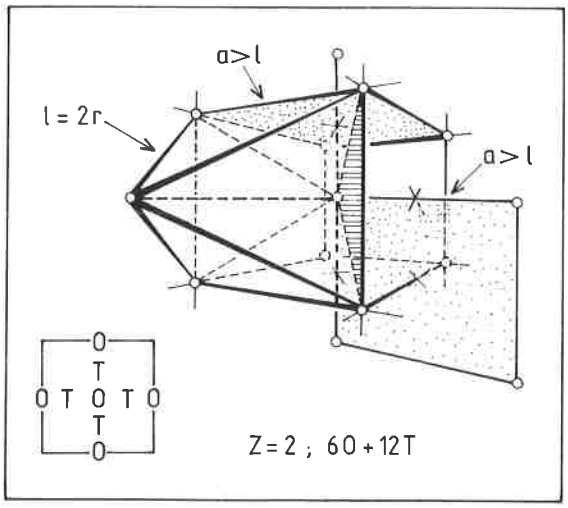

FIGURE 10. - *La face de l'empilement CC est le siège de plusieurs sites comme indiqué en rapport avec le dessin du cube.*
2. dans le cubique centré, les tétraèdres et les octaèdres sont déformés, car deux types de distances séparent les atomes comme indiqué sur la *figure 10*.